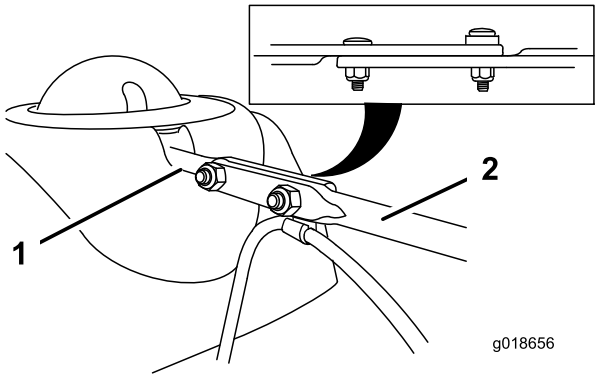

Figur 14
3. Legg den flate, bakre delen av det lange sjaktkontrollstaget i linje med den flate fremre delen av det korte staget som strekker seg fra fronten på kontrollpanelet slik at de går inn i hverandre (Figur 14).